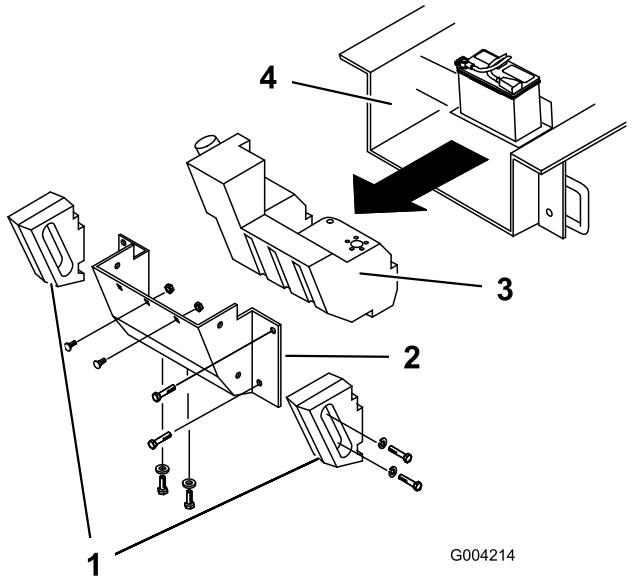

**Figuur 57**
Na verloop van tijd zal er vuil aankoeken op het chassis onder de motor. Dit moet worden verwijderd. Open de motorkap en inspecteer regelmatig het gebied onder de motor met behulp van een zaklamp. Als de laag vuil 2,5 tot 5 cm dik is, voltooi dan de volgende procedure (raadpleeg Figuur 57 tijdens deze procedure):
4. Verwijder de bouten, ringen en borgringen waarmee de twee zijgewichten zijn bevestigd en verwijder de gewichten (Figuur 57).
7. Verwijder de zes moeren waarmee het achterpaneel is bevestigd en verwijder het paneel (Figuur 57).
9. Schuif de brandstoftank naar achteren (Figuur 57).
16. Schuif de brandstoftank gedeeltelijk in het chassis (Figuur 57).
22. Plaats het achterpaneel terug en bevestig het met de zes bouten en moeren die u eerder hebt verwijderd (Figuur 57).
24. Monteer de zijgewichten met de bouten, ringen en borgringen die u eerder hebt verwijderd (Figuur 57).